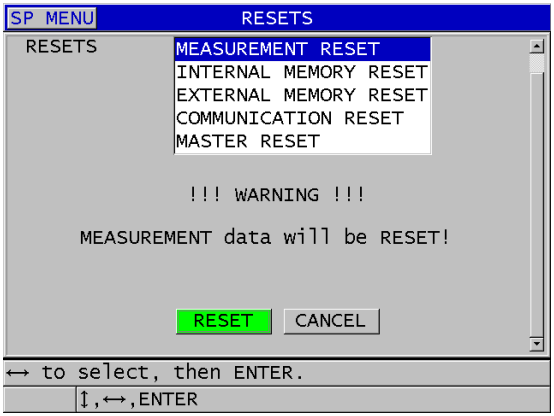

Rysunek 15-1 Aktywacja jednej z funkcji resetowania
3. Na ekranie **RESETS** (Resety) (patrz Rysunek 15-1 na stronie 311):